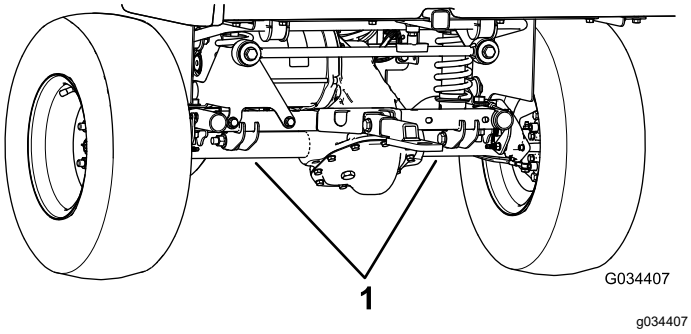

Figur 22
- Løftepunktet bak på maskinen er under akselrørene (Figur 22).